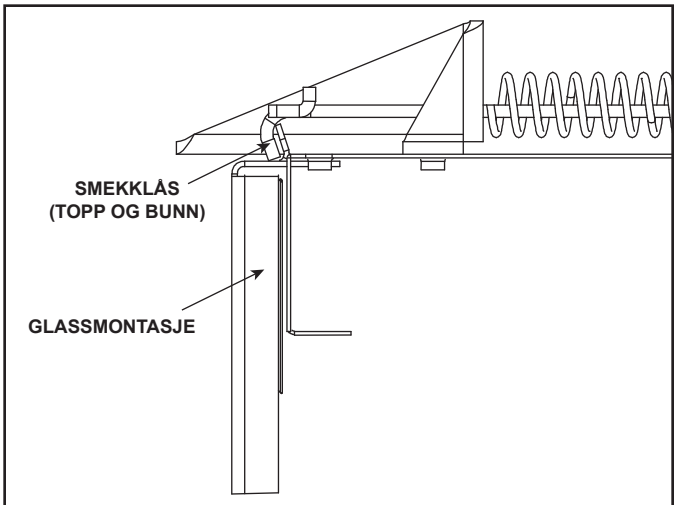

Fig. 9.17 Fast glassmontering
- Trekk de fire smekklåsene på glassmontasjen ut av sporet på glassrammen. Fjern glassdøren fra ovnen (se Fig. 9.17).